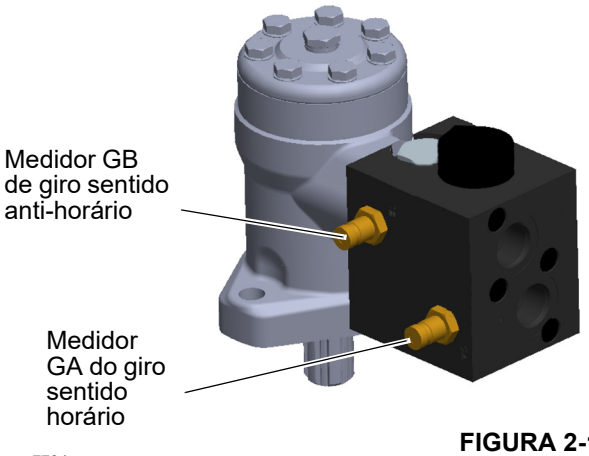

FIGURA 2-11
- **a.** Instale um manômetro de mínimo de 345 bar (5000 psi) na entrada do manômetro GA ou GB no coletor do motor hidráulico (Figura 2-11).